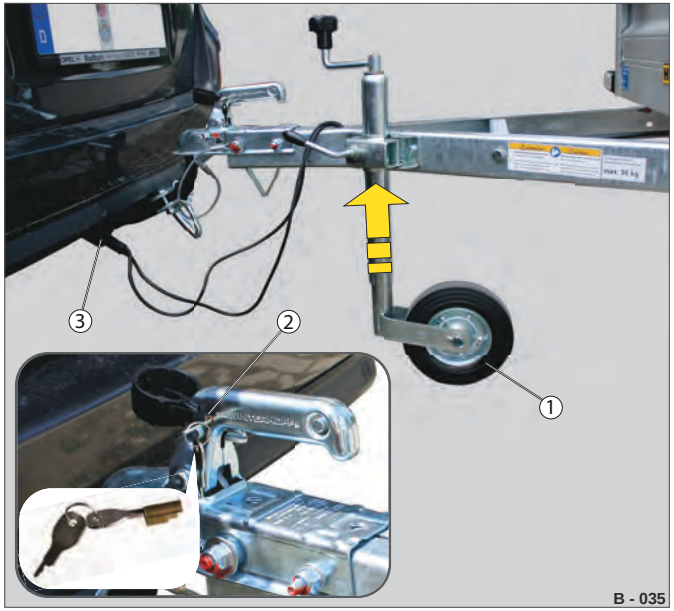

Fig. 11 Eksempel: Låsning af håndgrebet
▶ Sørg for at sikre håndgrebet imod uberettiget åbning i spærreanordningen (Fig. 11 /2) ved hjælp af indsatslåsen (uden bremser) eller en hængelås (med bremser).
▶ Sæt elstikket (Fig. 11 /3) ind i stikdåsen på personvognen - se "Stikforbindelser" på side 133.
▶ Stil om nødvendigt støtteanordningen / støttehjulene (Fig. 11 /1) op - se "Støtteanordninger" på side 74.